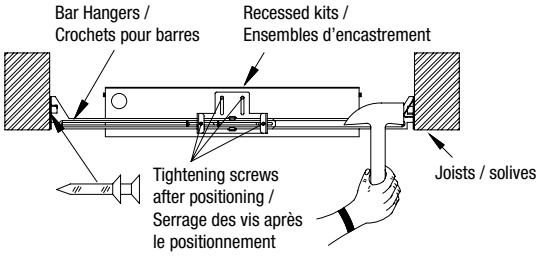

Fig. 4
7. Adjust height of recessed kits vertically using adjusting slots and then tightening all screws on adjusting slots and bar hanger bracket to secure adjusting bracket and bar hangers (see Fig.4).
7. Réglez la hauteur des trousses encastrées verticalement à l'aide des fentes de réglage, puis serrez toutes les vis situées sur les fentes de réglage et sur le support de fixation des barres afin de bien fixer le support de réglage et les supports de fixation des barres (voir fig. 4).